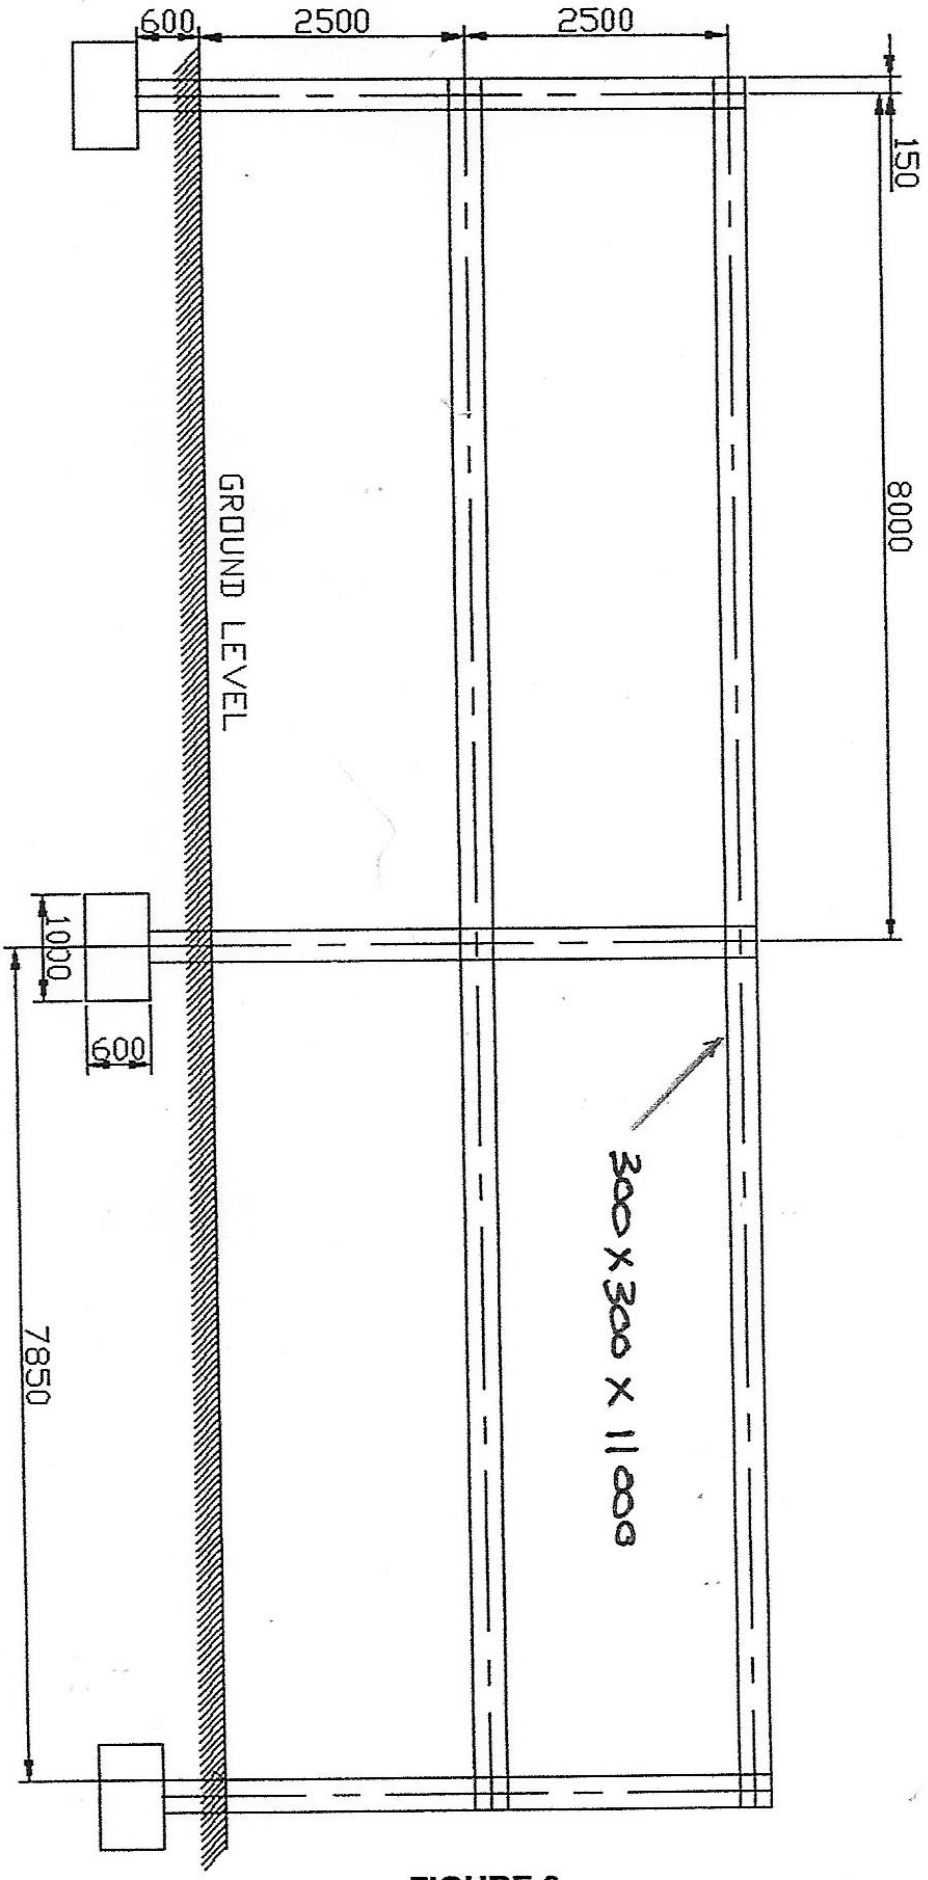

FIGURE 3
2.5 Use the floor layout plan shown in FIGURE 3 on the ADDENDUM (attached) to give a full description of each of the following elements:
- Footing embedment (10)